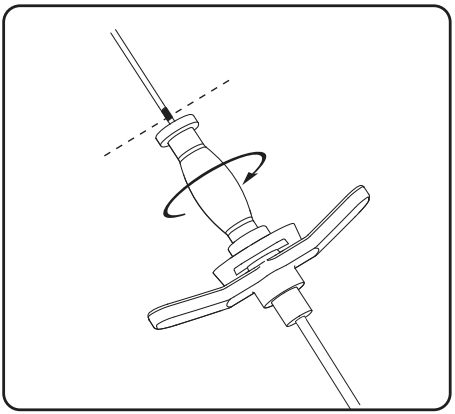
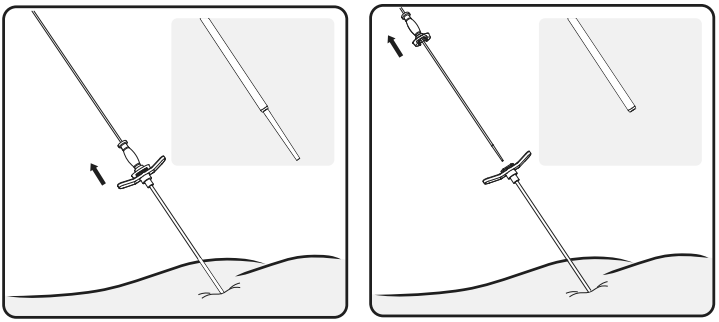

Figura 11. Sblocco del dilatatore dall'introduttore
Figura 12. Rimozione della guida direzionale e del dilatatore
6. Ruotare il dilatatore di 90 gradi per sbloccarlo dall'introduttore (**Figura 11**). Facendo attenzione a mantenere in posizione l'introduttore, rimuovere la guida direzionale e il dilatatore (**Figura 12**).